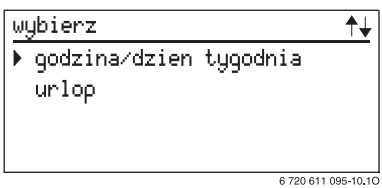

Rys. 9 Podmenu: Ustawianie godziny/dnia tygodnia
- Potwierdzić wartość przyciskiem ⮌ i przejść do nadrzędnego menu (rysunek 9, strona 16).